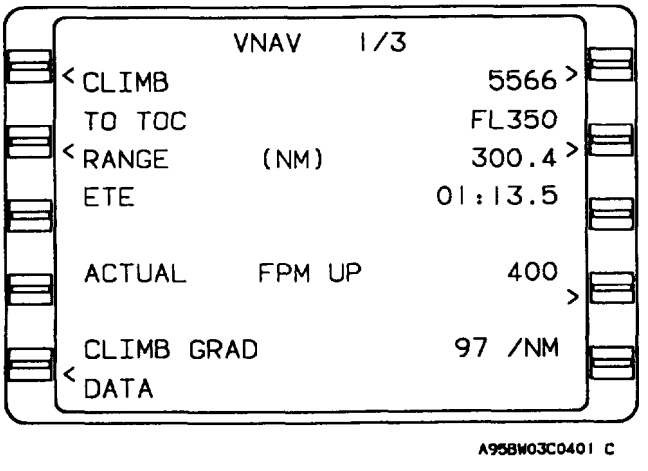

Figure 3-37. VNAV 1/3 Page
(2) . VNAV 2/3 (flight plan) page (fig. 3-37).